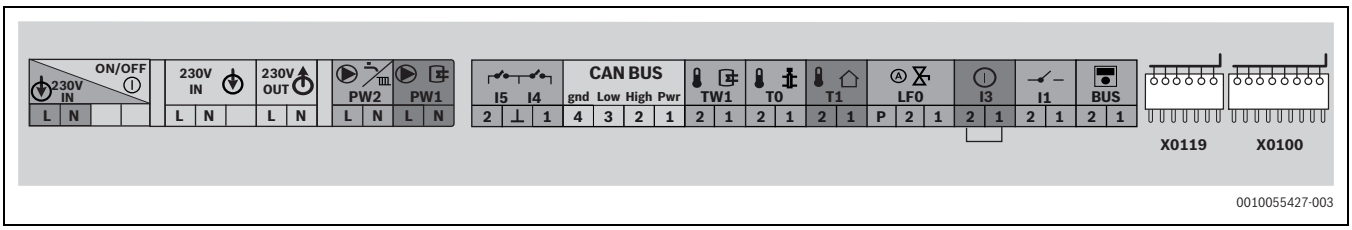

Bild 66 Klemmleiste für externes Zubehör
- Kabel an die Klemmleiste für externes Zubehör anschließen (→ Bild 66).